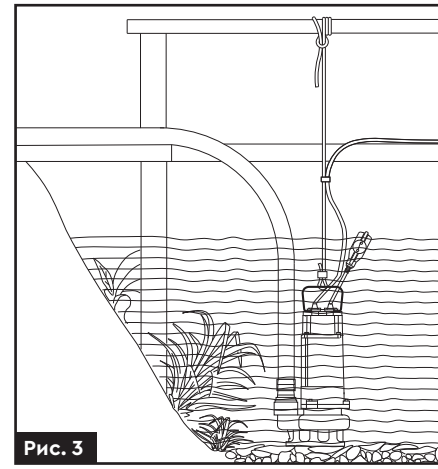

Рис. 3
- Під час використання шлангу або пластмасової труби в якості напірного трубопроводу, використовуйте запобіжний трос або ланцюг з некорозійного матеріалу (наприклад, з синтетичних волокон або з оцинкованої, нержавіючої сталі) для опускання, підйому, закріплення і переміщення насоса **(рис. 3)**.